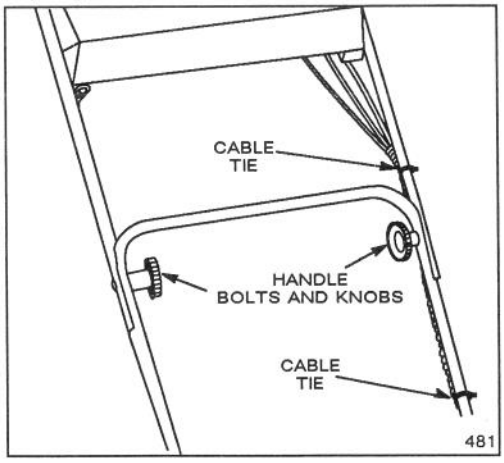

Figure 2
2. UPPER HANDLE (Fig. 2)—Secure upper and lower handles in place with handle bolts and knobs. Control cables must be behind lower handle cross member. Secure control cables in position with cable ties.